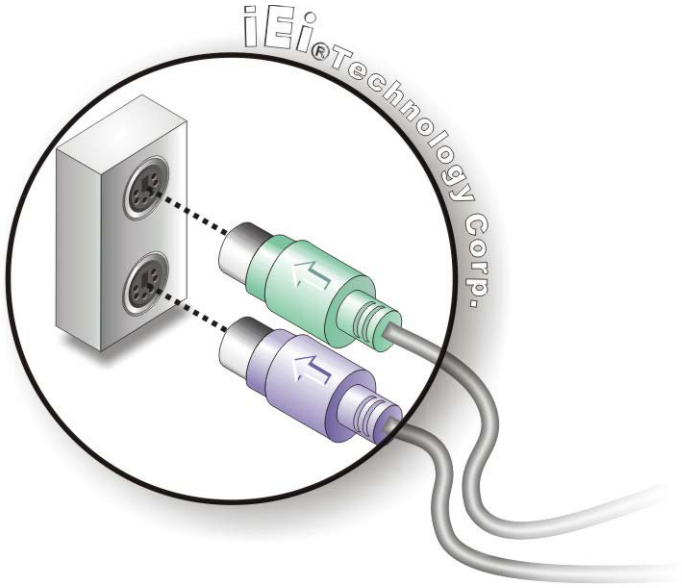

Figure 4-16: PS/2 Keyboard/Mouse Connector
Step 2: **Insert the keyboard/mouse connector**. Insert a PS/2 keyboard or mouse connector into the appropriate PS/2 connector on the external peripheral interface connector. See **Figure 4-16**.